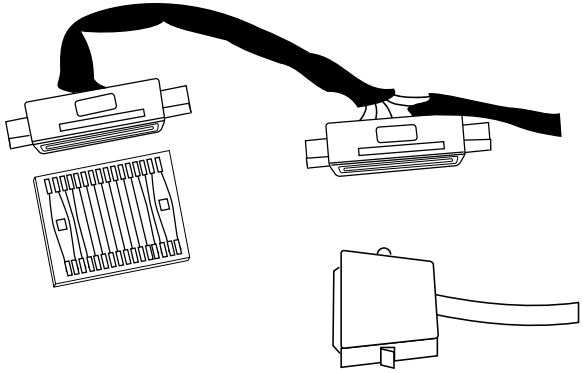

Figure 3-7. IBM 3683/84 Cable
2. The cable to be installed is illustrated in *Figure 3-7*.